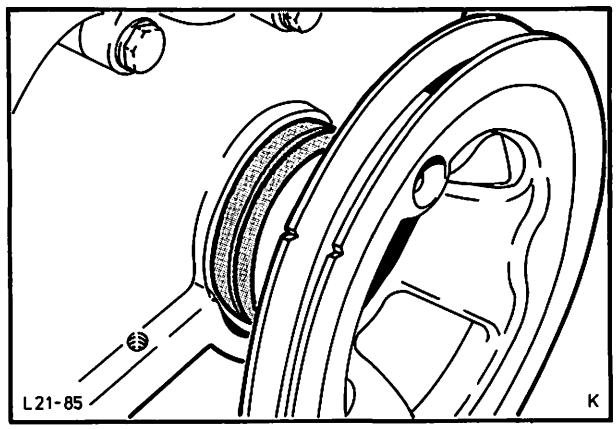

Abb. 273 Stirnraddeckel mit Spezialwerkzeug 21-063 zentrieren (V6-Motor)
20. Stirnraddeckel aufsetzen, mit Spezialwerkzeug 21-063 und Riemenscheibe zentrieren, Abb. 273, und befestigen. Stirnraddeckel des V4-Motors mit Werkzeug 21-070 zentrieren.